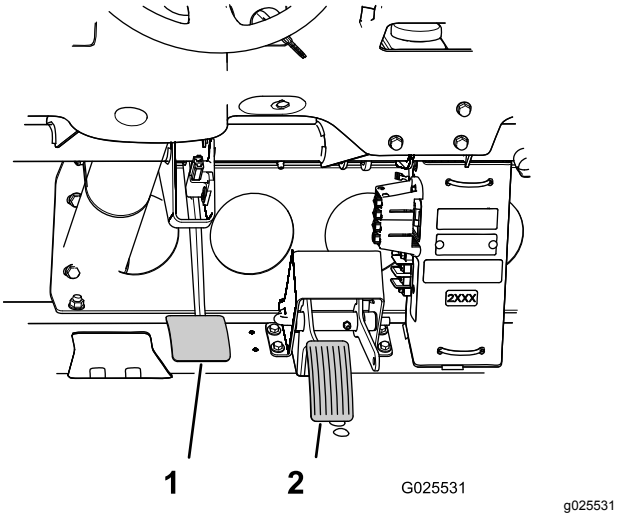

Figur 77
3. Løft op i bremsepedalen (Figur 77), indtil den berører stellet.